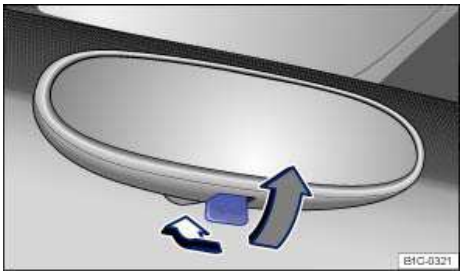

Fig. 91 Manually adjustable inside mirror.
- To adjust to non-glare visibility, move the lever so that it points backward ⇒ fig. 91.